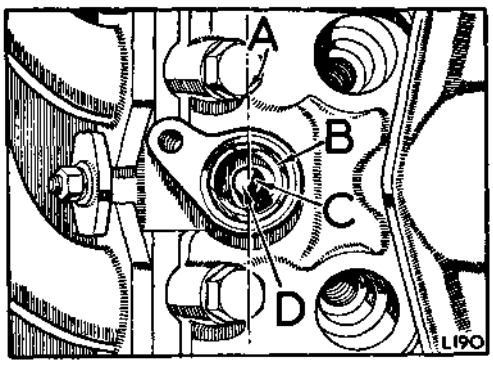

**Fig. A3-111. Position of drive slot in gear shaft**
5. Turn the drive shaft using a suitable screwdriver, until the offset drive slot in the end of the shaft is positioned as illustrated in Fig. A3-111.